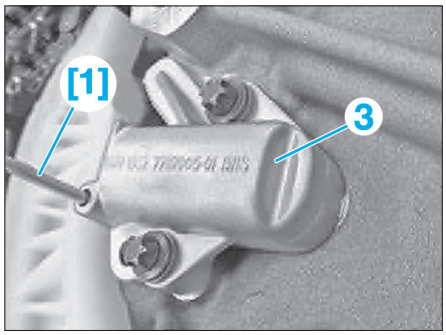

Fig. 21
• Serrer les vis du tendeur de chaîne (3) au couple **(Fig.21)**.